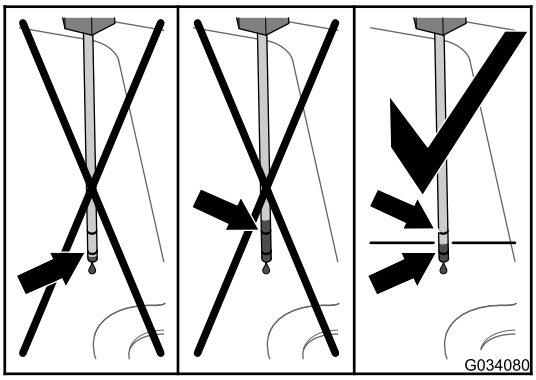
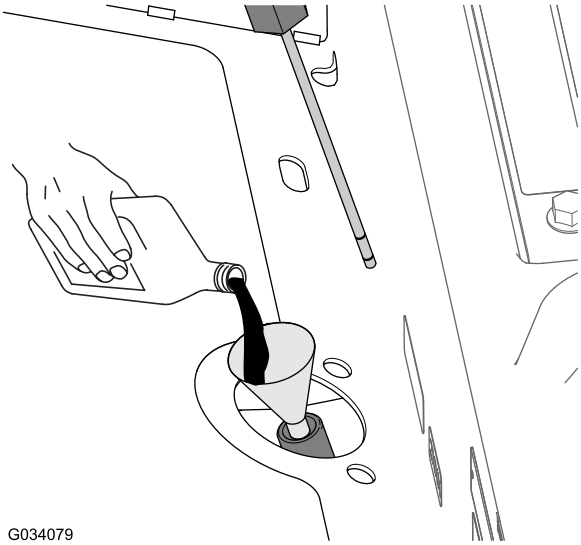

**Figur 84**
Figur 85
4. Ta bort oljestickan och kontrollera oljenivån (Figur 84).
5. Om vätskenivån ligger under det nedre märket på oljestickan ska du fylla på angiven hydraulolja i påfyllningsröret (Figur 85) tills vätskenivån hamnar mellan de övre och nedre markeringarna på oljestickan (Figur 84). Se Specifikation för hydraulvätska (sida 59).
6. Tillsätt angiven hydraulvätska i påfyllningsröret (Figur 85 i Kontrollera hydraulsystemet och vätskenivån (sida 60)) tills vätskenivån i växellådshuset (tanken) visar ungefär halvvägs mellan de övre och nedre markeringarna på oljestickan (Figur 84 i Kontrollera hydraulsystemet och vätskenivån (sida 60)). Se Specifikation för hydraulvätska (sida 59).